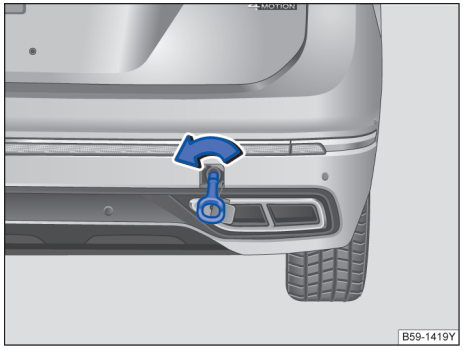

图 221 在保险杠右后部：安装牵引环
– 将牵引环朝箭头方向拧入螺纹孔内，直到限位位置→图 221。